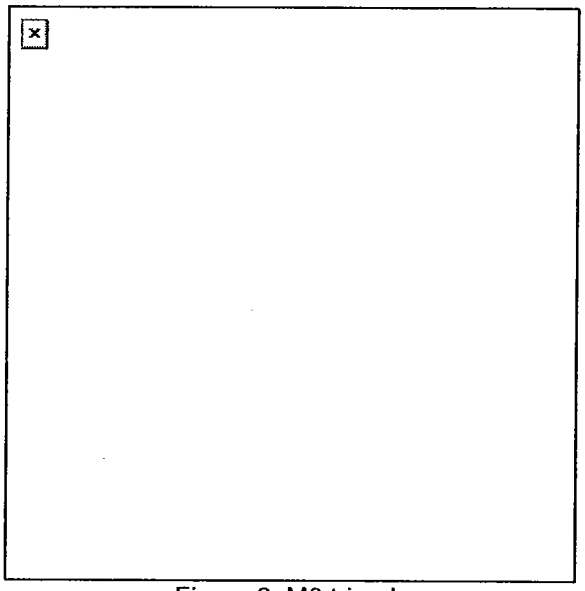

Figure 2. M3 tripod.
a. Lock the T&E mechanism in the center of traversing bar (Figure 2).